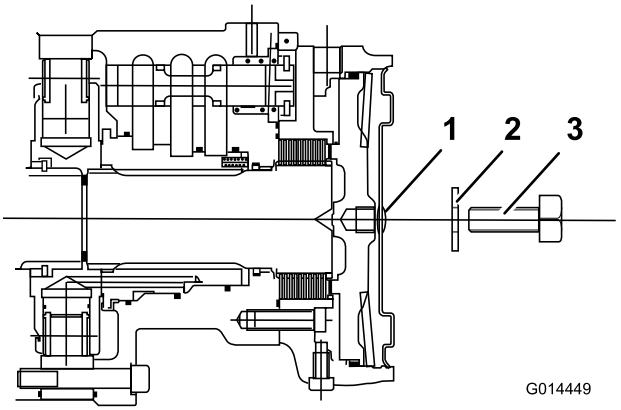

**Figuur 52**
4. Steek een M12 x 40 mm lange stelschroef met ring in het gat in het midden van de zijkant van de motor (Figuur 52).
5. Draai de stelschroef vast in het draadgat in de remzuiger totdat de rem is uitgezet (Figuur 52).
6. Ga naar de remschijf op de linker voorwielmotor en herhaal bovenstaande procedure (Figuur 52).